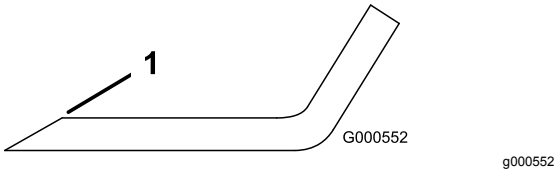

**Figuur 75**
1. Gebruik een vijl om de snijranden aan beide uiteinden van het mes te slijpen (Figuur 75).
**Opmerking:** Als het mes niet in balans is, moet u wat metaal afvijlen van het uiteinde van de vleugel (Figuur 75).